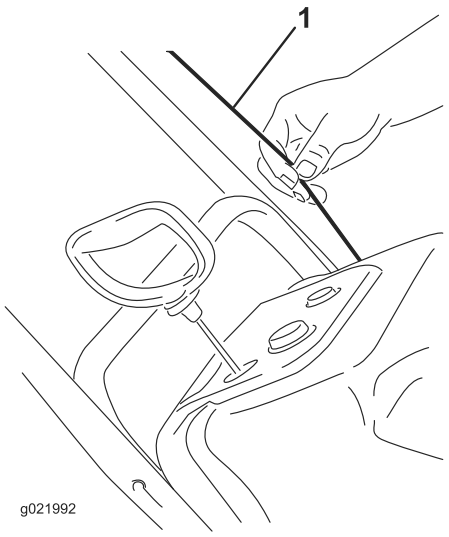

Figure 5
2. Ensure that you do not pinch or kink the control cable (Figure 5).